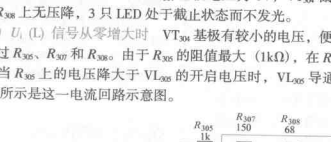

图 1-22 VL_{305} 导通电流回路示意图
(1) 没有 U_i (L) 信号时　VT_{304} 基极电压为 0V，VT_{304} 截止，R_{305}、R_{307} 和 R_{308} 上无压降，3 只 LED 处于截止状态而不发光。
(2) U_i (L) 信号从零增大时　VT_{304} 基极有较小的电压，便有集电极电流流过 R_{305}、R_{307} 和 R_{308}。由于 R_{305} 的阻值最大（1kΩ），在 R_{305} 上电压最高，当 R_{305} 上的电压降大于 VL_{305} 的开启电压时，VL_{305} 导通、发光。图 1-22 所示是这一电流回路示意图。